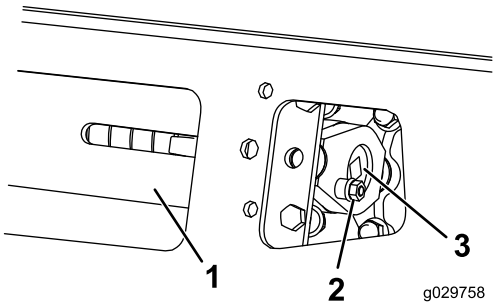
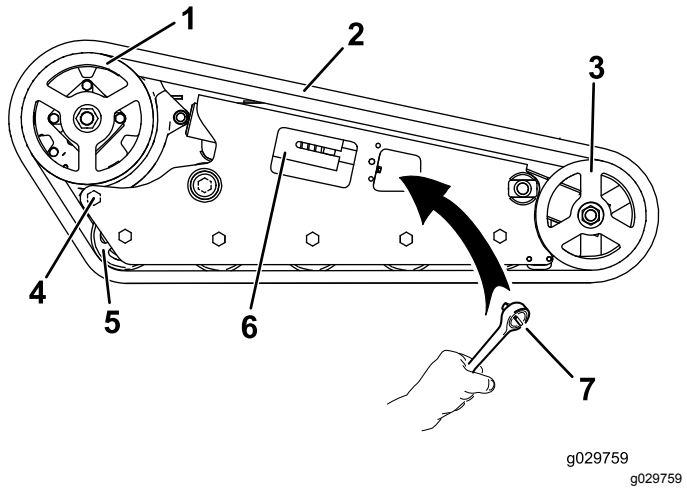

**Figuur 59**
**Figuur 65**
3. Verwijder de borgbout, het afstandsstuk en de moer (Figuur 59).
5. Lijn de dichtstbijzijnde inkeping in de spanschroef uit met de opening van de borgbout en bevestig de schroef met de borgbout en moer (Figuur 59).
4. Verwijder de borgbout en de moer (Figuur 59).
5. Gebruik een dopsleutel van ½" en verminder de spanning door de spanschroef rechtsom te draaien (Figuur 59 en Figuur 65).
6. Draai de achterste bout bij het aandrijfwiel los (Figuur 65).